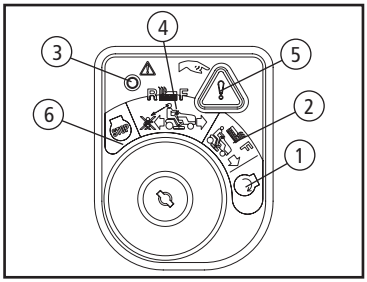

Fig. 17
- Gire a chave do modo normal de corte (2) cor verde, para a posição modo de precaução em marcha ré (4) cor amarela, [Fig. 17].
- Pressione o botão de marcha ré (5), botão laranja e triangular, posicionado no canto superior direito do módulo de ignição. A luz de indicação vermelha (3) localizada no canto esquerdo do módulo de ignição ficará ligada enquanto ativado.
- Uma vez ativada a luz de indicação (3), o equipamento pode ser conduzido em ré com as lâminas de cortes acionadas.
- Sempre olhe para baixo e para trás antes e enquanto conduzir em ré para certificar-se da presença de crianças próximas da área. Após retornar para o sentido de avanço para frente, retorne a chave para o modo normal de corte (2).
- A chave for retornada para o modo normal (2) ou para a posição parado (6), [Fig. 17].